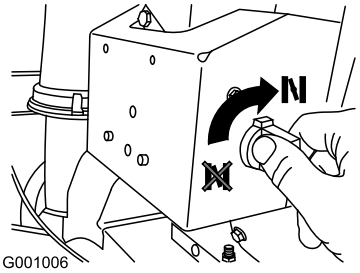

Figura 26
4. Girate lo starter in posizione On (Figura 26).